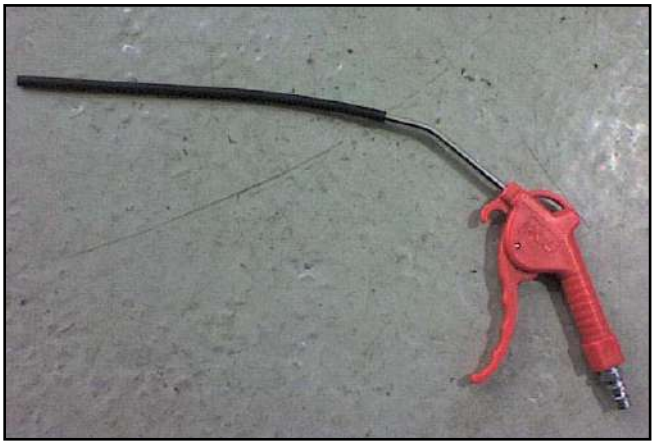

Figure 4
9. Install a battery vent tube (part number 1R12-372635-AA) onto an airline that has **dry air, without oil** (Refer to the example in Figure 4).